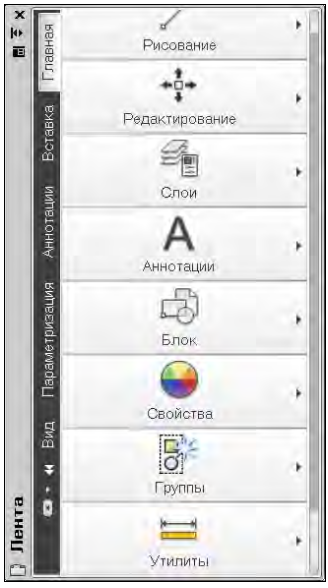

Рис. 1.29. Лента в форме палитры
- **Освободить** (Undock) — преобразует ленту к форме вертикальной палитры (рис. 1.29);